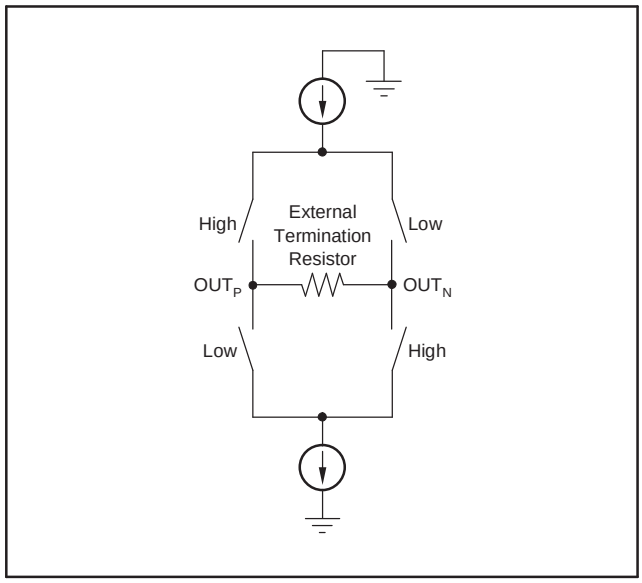

Figure 18. LVDS Buffer
The LVDS buffer has two current sources, as shown in Figure 18. OUT_P and OUT_N are loaded externally by a resistive load that is ideally about 100Ω. Depending on whether the data is 0 or 1, the currents are directed in one direction or the other through the resistor. The LVDS buffer has four current settings. The default current setting is 3.5mA, and provides a differential drop of about ±350mV across the 100Ω resistor.
- Changed Figure 18. 19